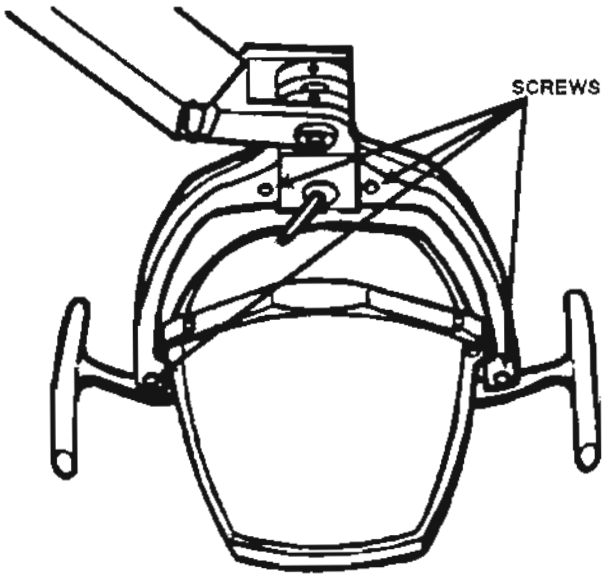

Figure 3-9. Light yoke disassembly.
(1) Disconnect electrical power from the unit.
(2) Disassemble the light yoke by removing the four screws (fig 3-9).